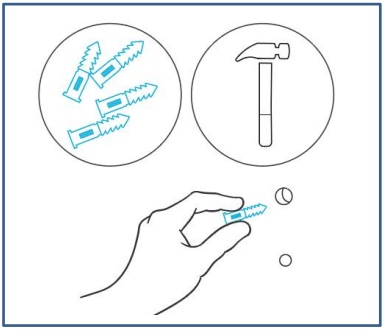

Fig.5.
1、If you are mounting onto anything other than wood support or stud, insert the included four wall anchors into the drilled mounting holes. You may need to use a hammer to secure them through the holes. See the (Fig.5.)